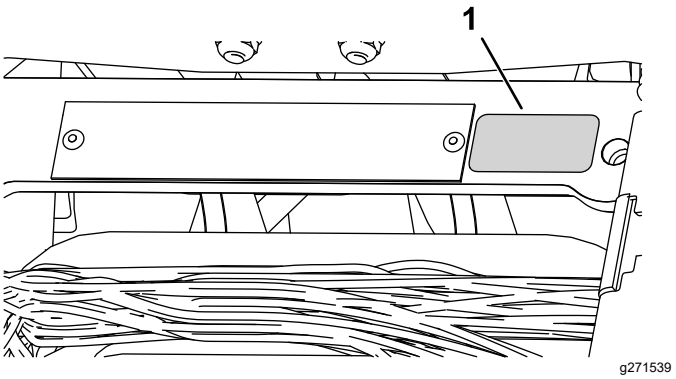

Figura 11
- Coloque la pegatina del año de producción junto a la placa con el número de serie (Figura 11).